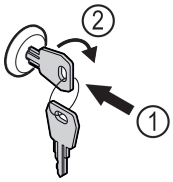

Fig. 166 Reprezentare exemplificatoare
▶ Introduceți cheia prin apăsare *Fig. 166 (1)*.
▶ Rotiți cheia cu 90° în sensul acelor de ceasornic *Fig. 166 (2)*.